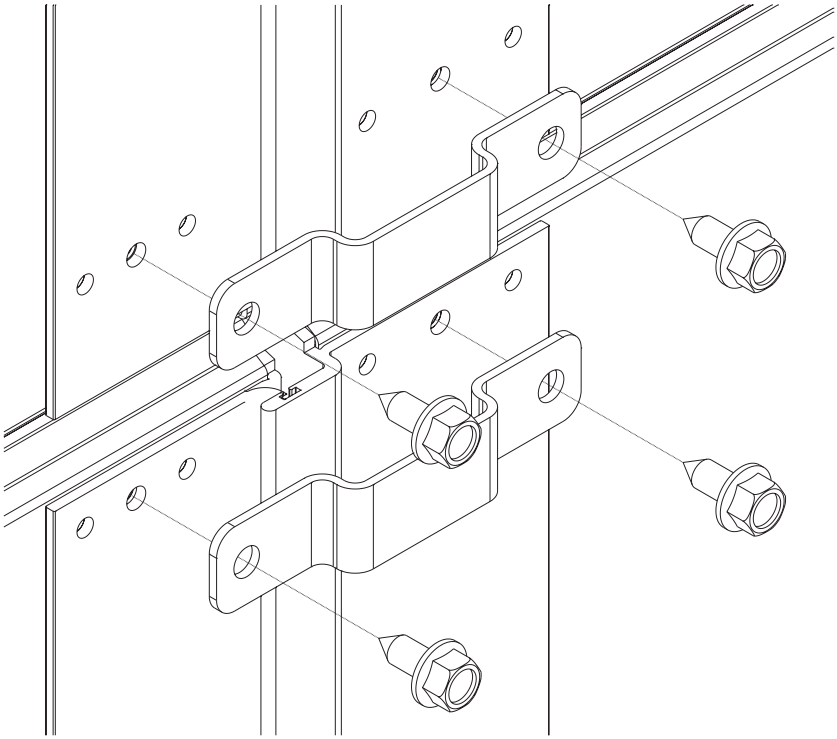

*Рис.34*
- вывернуть самонарезающие винты и снять транспортные скобы (рис. 34);